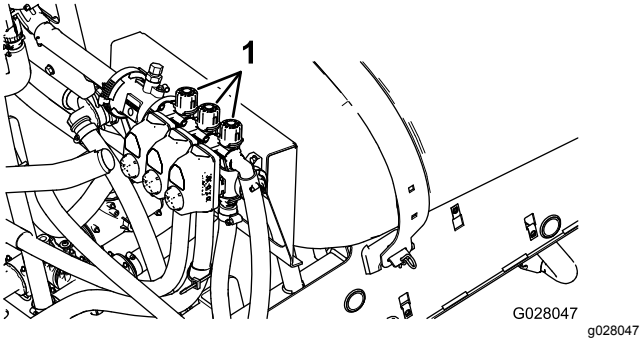

Rysunek 29
11. Wyłącz lewy wysięgnik i wyreguluj pokrętło obejścia wysięgnika (Rysunek 29), aż odczyt ciśnienia będzie zgodny z wcześniej ustawioną wartością (zazwyczaj 40 bar).
13. Wyreguluj pokrętło obejścia prawego wysięgnika (Rysunek 29), aż odczyt ciśnienia będzie zgodny z wcześniej ustawioną wartością (zazwyczaj 40 bar).
15. Wyreguluj pokrętło obejścia centralnego wysięgnika (Rysunek 29), aż odczyt ciśnienia będzie zgodny z wcześniej ustawioną wartością (zazwyczaj 40 bar).